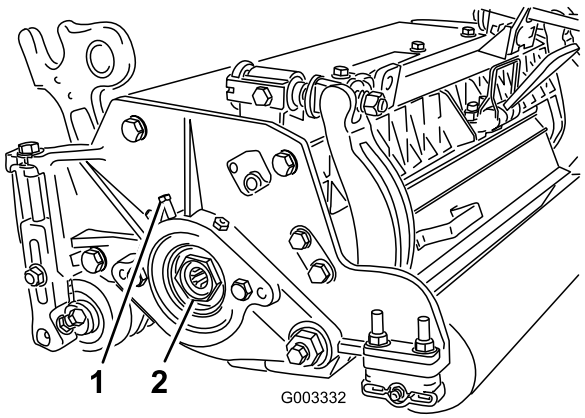

Bild 25
A. Lösen Sie die externen Stellschrauben, mit denen die Einstellmutter des Lagers am Lagergehäuse links am Mähwerk befestigt ist (Bild 25).